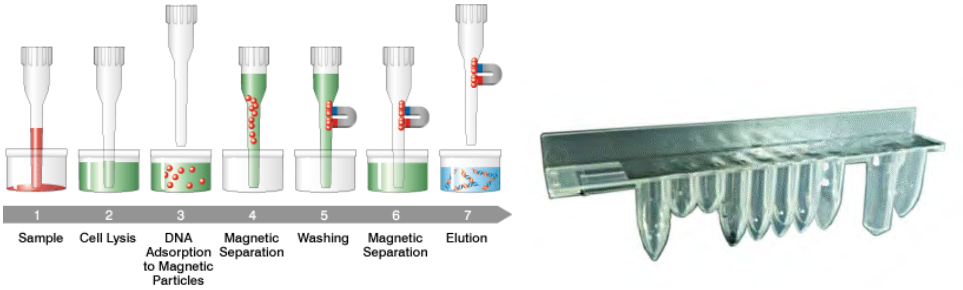

Figure 1.4: Nucleic acid extraction principle and ELITe InGenius SP 1000 extraction cassette
- The reagent set has been optimized for the isolation of nucleic acids from up to 1 mL of samples. (Figure 1.4: ELITe InGenius – SP1000 Extraction cassette and extraction principle).